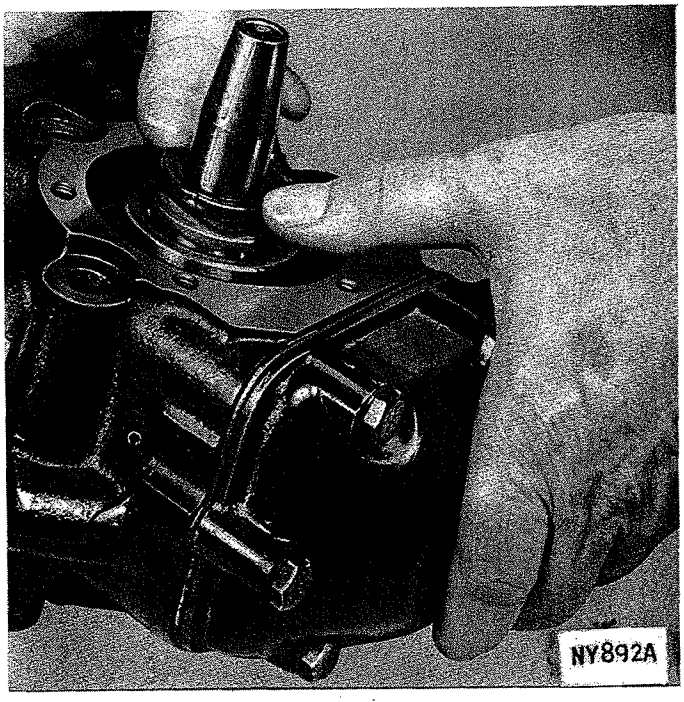

*Fig. 66—Inspect the Indexing of Tangs*
(3) Lubricate crankshaft with refrigerant oil. Slide the seal on the crankshaft with smooth (carbon seal) surface up, or toward the front of compressor.
(4) When seal bottoms against the crankshaft bearing, inspect indexing of tangs again by pressing down with thumbs to see if it has proper spring action. (Refer to Figure 66.)
(5) Lubricate and install crankshaft bearing housing seal seat plate with the smooth (micro-finish) side up. Use a sleeve with the minimum inside diameter of 1⅜ inches to avoid damaging the micro-finish sealing surface of the face plate. Tap sleeve lightly until the seal seat is fully seated in the housing.
(6) Install the bearing housing oil seal, using plenty of refrigerant oil.
(7) Install the housing, making sure it is in proper alignment with the screw holes. The gas seal assembly may be damaged if the bearing housing is rotated after the housing seal contacts the carbon seal.
(8) Install bolts and tighten 10 to 13 foot-pounds.